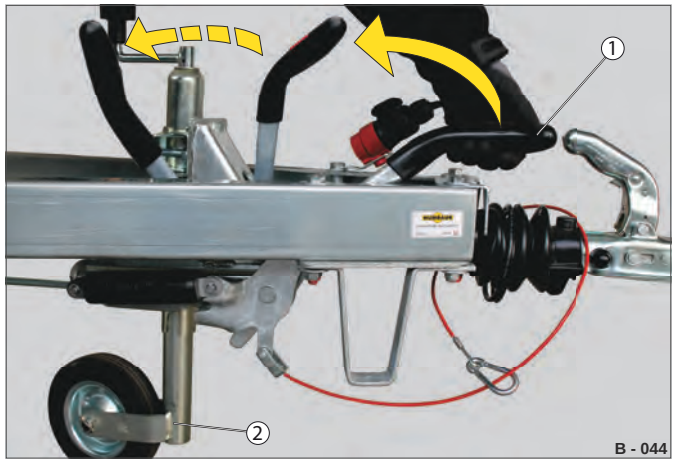

Fig. 88 Aktivering af parkeringsbremsen
▶ Drej støttehjulet (Fig. 88 /2) ned til underlaget.
▶ Træk håndbremsehåndtaget (Fig. 88 /1) fuldstændigt opad, så bremsen aktiveres helt.